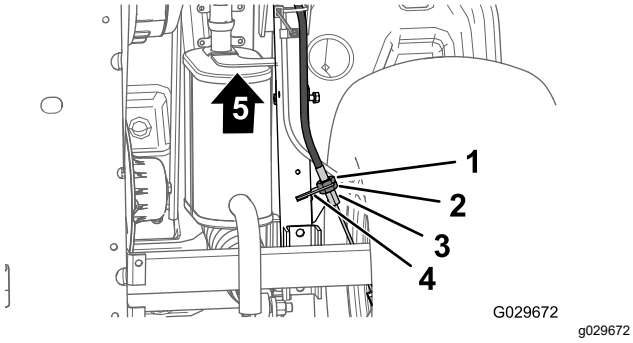

Figur 67
3. Nederst på maskinen løsner du den bakre låsemutteren for den gjengede justeringen på parkeringsbremsekabelen ved å vri fire runder (Figur 67).
4. Stram til den fremre låsemutteren (Figur 67).
A. Løsne den fremre låsemutteren (Figur 67) for den gjengede justeringen på parkeringsbremsekabelen ved å vri én omgang.
B. Stram den bakre låsemutteren (Figur 67).
A. Løsne den bakre låsemutteren (Figur 67) for den gjengede justeringen på parkeringsbremsekabelen ved å vri én omgang.
B. Stram til den fremre låsemutteren (Figur 67).